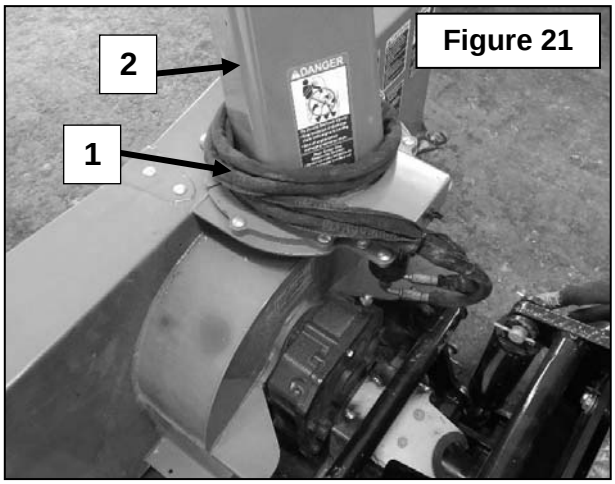

Figure 21
Figure 21: Débrancher les accouplements hydrauliques et les connecteurs électriques, rouler ensemble les boyaux (item 1) et fils électriques et placer autour de la chute (item 2) de la souffleuse à neige tel qu'illustré sur la figure 21.